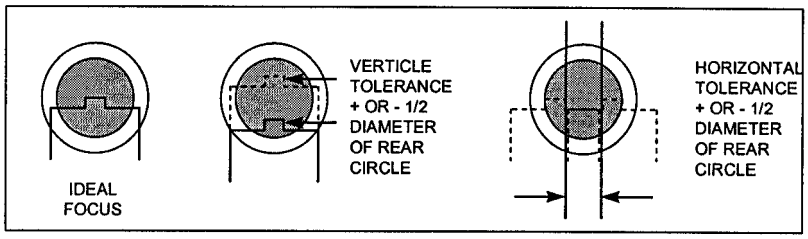

Figure 2-18
i. Observe the focus fixture. Is it right or left or low? If so, turn one of the two focus screws not aligned with the sighting marks until the focus fixture is centered. See Figure 2-18.
j. If the focus fixture is above the sighting marks, turn each focus screw two (2) or three (3) more complete turns until it is either below it or right on.